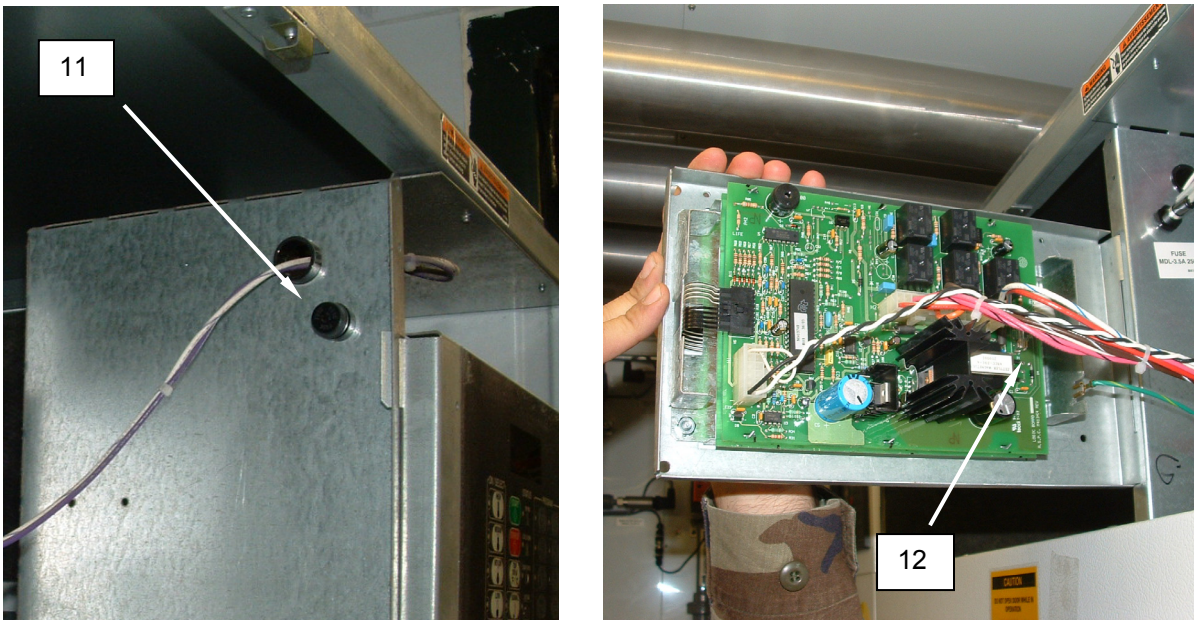

Figure 7. Test the Control Panel Fuses.
4. Remove the secondary fuse from fuse holder **(Figure 7, Item 11)**.
5. Use an ohmmeter to test the fuse **(Figure 7, Item 11)** for continuity. Replace an open fuse.
6. Remove the primary fuse **(Figure 7, Item 12)** from the printed circuit board.
7. Use an ohmmeter to test the fuse **(Figure 7, Item 11)** for continuity. Replace an open fuse.
8. Install fuses **(Figure 7, Items 11 and 12)**.